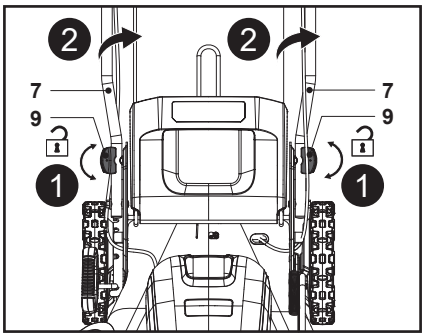

Fig. 10
2. Slăbește cele două butoane de blocare a mânerului (9) cu 90° în sens orar sau antiorar, apoi rotește ansamblul mânerului (5, 7) îndepărtându-l din poziția sa (fig. 10).
3. Aliniază una dintre celelalte două găuri de montare ale barelor mânerului inferior (7) cu cele două suporturi de mâner (10) și rotește butonul de blocare a mânerului (9) înapoi cu 90°.
4. Rotește ansamblul mânerului (5, 7) până când știftul de autotensionare (9a) trece prin gaura de montare a suportului de mâner (10). Ansamblul mânerului (5, 7) este acum fixat.